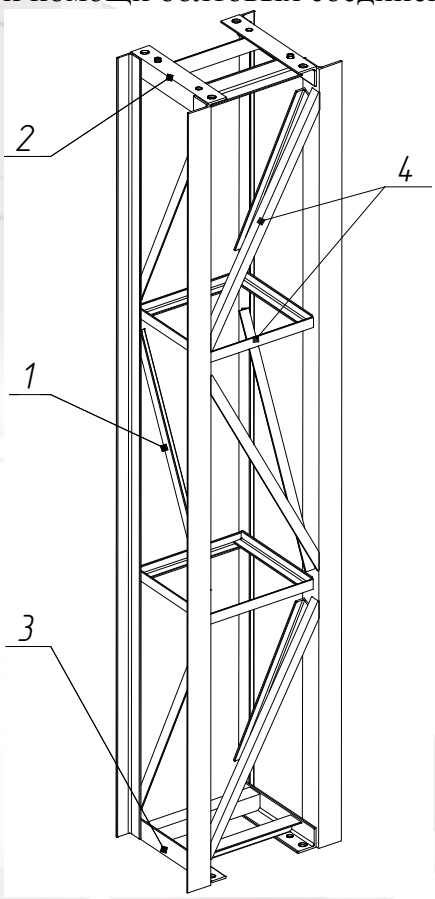

Рис. 5 – Секция рядовая
Секция рядовая (рис. 5) представляет собой четырехгранную призматическую решетчатую сварную конструкцию. Зеркально симметричные боковые грани (1) связаны между собой верхней (2) и нижней (3) рамками, поперечинами и раскосами из уголка (4), расположенными в передней грани.